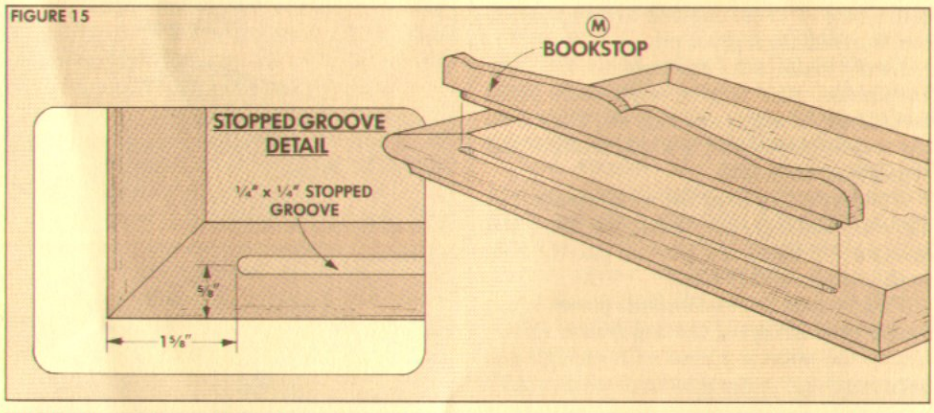

FIGURE 15
BOOKSTOP. The next step is to add a bookstop (M) to the top frame. Begin by routing a stopped ¼" groove near the top front edge of the top frame, see Fig. 15.